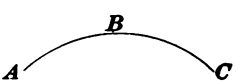

FIG. 2.
19. A **curved line** changes its direction at every point. Curved lines are designated by three or more letters, as the curved line *A B C*, Fig. 2.